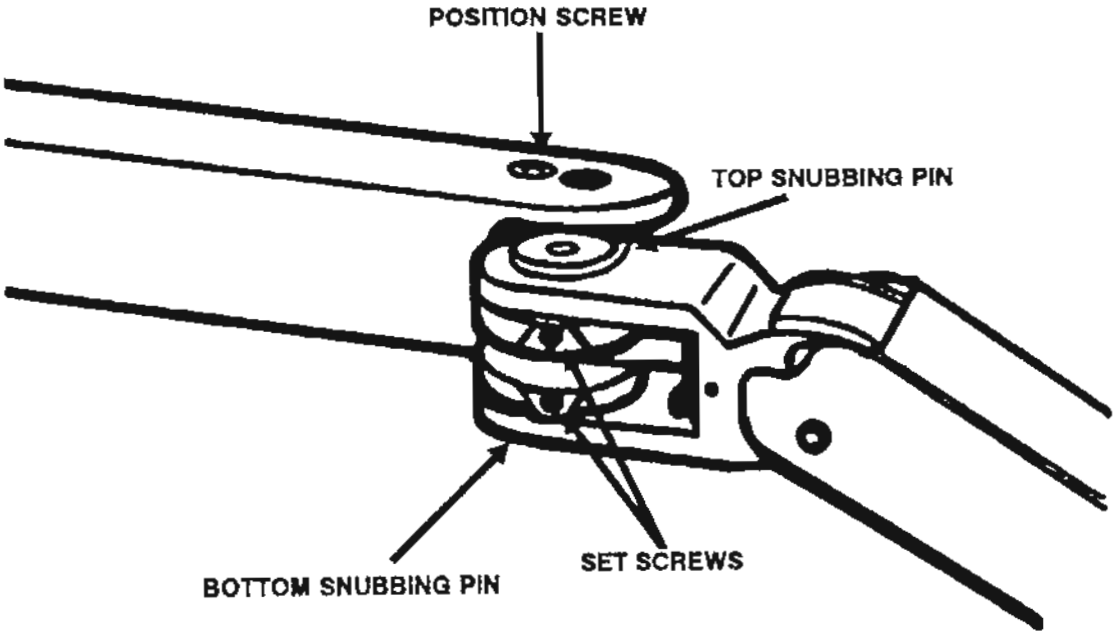

Figure 3-12. Position screw removal.
(5) Remove the position screw and allow the joint to straighten (fig 3-12).